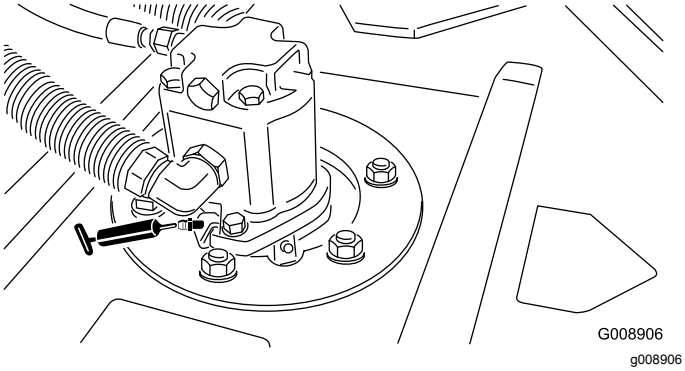

Figur 55
- Klippenhetens spindelaxellager (2 per klippenhet) (Figur 55)